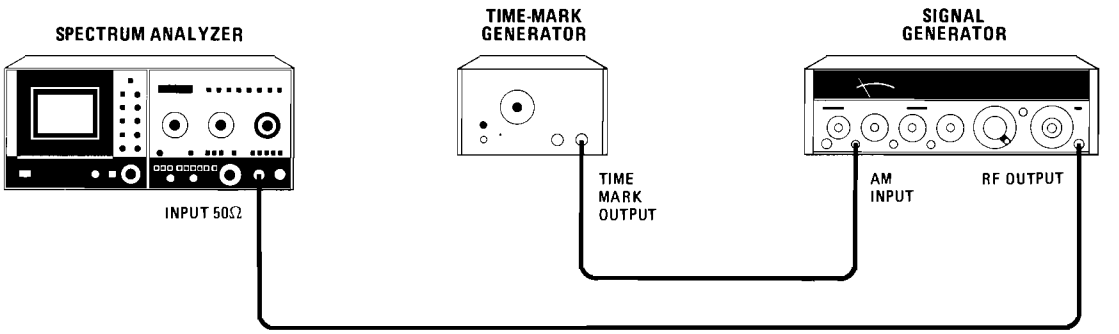

Figure 4-21. Sweep Time Accuracy Test Setup
c. Connect equipment as shown in Figure 4-21 leaving 8640B AM switch in OFF position.